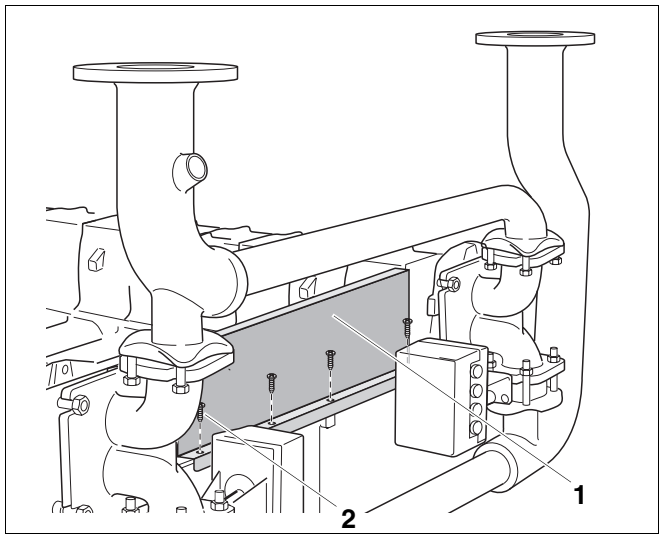

Afb. 35 Voorwand en middendeel monteren
- Plaats de voorwand (afb. 35, **pos. 1**) op de clipmoeren en schroef ze losjes aan met de vier schroeven 4,8 × 22 (afb. 35, **pos. 2**).